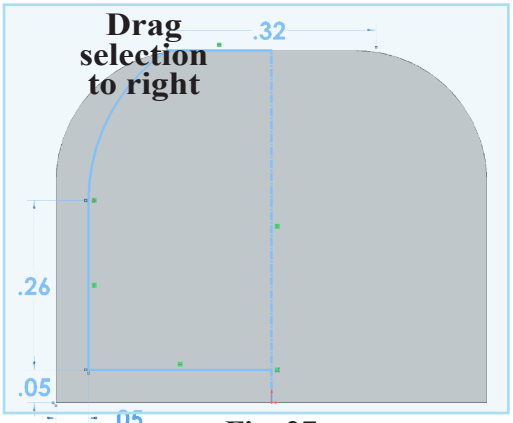

Fig. 27
Step 13. Drag a selection to select all geometry, **Fig. 27**.